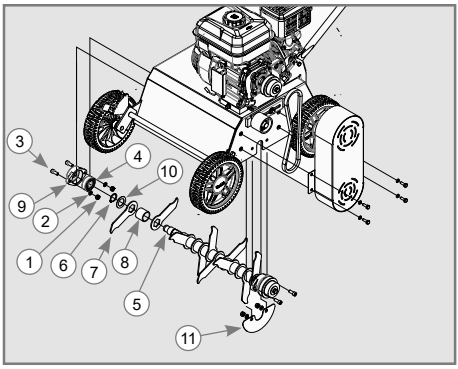

Figura 3
- ✔ A continuación, retire las tuercas (1) y arandela de presión (2) del tornillo (3) que sujeta el cojinete (9) a la base de la máquina. Posteriormente, con un extractor retire el rodamiento (4) del eje (5). Una vez extraído el rodamiento retire el anillo de retención (6), la arandela (10) la cuchilla (7) y el buje (8), así como los demás bujes y cuchillas, como se muestra en la Figura 3.